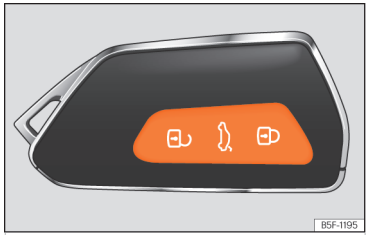

Abb. 75 Funkschlüssel: Tasten
- Verriegeln: Drücken Sie die Taste 🔒 ››› (Abb. 75).